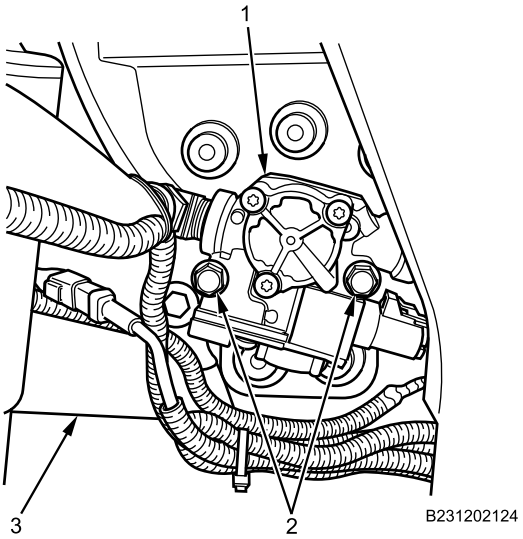

Figure 7. ABS Modulator Valve and Bolts.
3. With assistance, install ABS modulator valve (Figure 7, Item 1) on frame rail (Figure 7, Item 3) with two bolts (Figure 7, Item 2) and nuts. Tighten nuts securely.